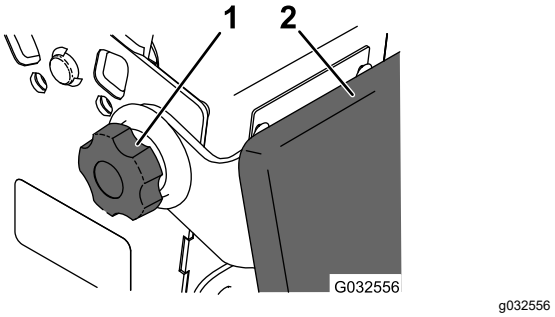

Figura 34
2. Afloje los pomos en cada lado de la máquina (Figura 34).